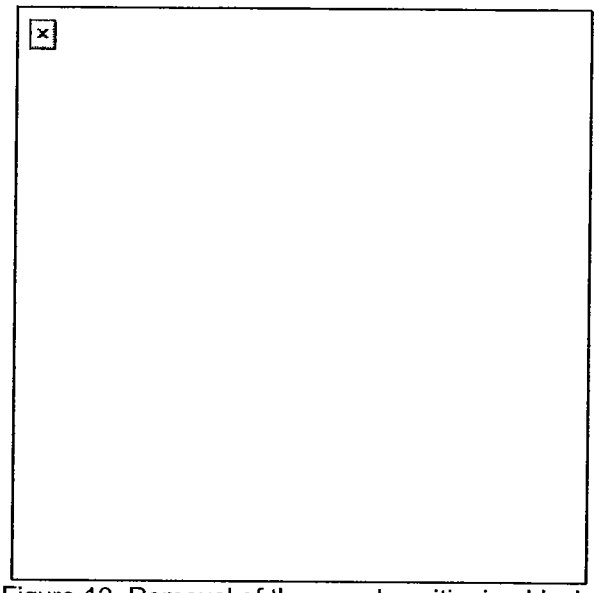

Figure 12. Removal of the round positioning block.
i. Remove the round positioning block (Figure 12).